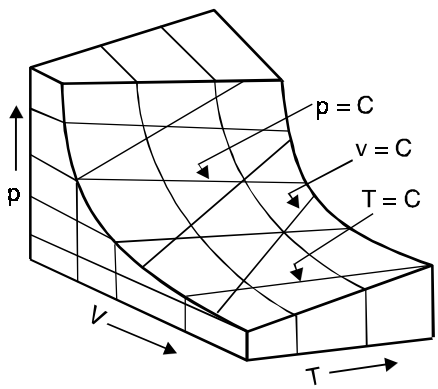

Fig. 8.4
The equation of state of an ideal gas is a relationship between the variables pressure (p), volume (V) and temperature (T). On plotting these variables along three mutually perpendiculars axes, we get a surface which represents the equation of state ($pv = RT$). Such a surface is called *p-v-T surface*. These surfaces represent the fundamental properties of a substance and *provide a tool to study the thermodynamic properties and processes of that substance.* Fig. 8.4 shows a portion of a *p-v-T* surface for an *ideal gas*. *Each point on this surface represents an equilibrium state and a line on the surface represents a process*. The Fig. 8.4 also shows the constant pressure, constant volume and constant temperature lines.